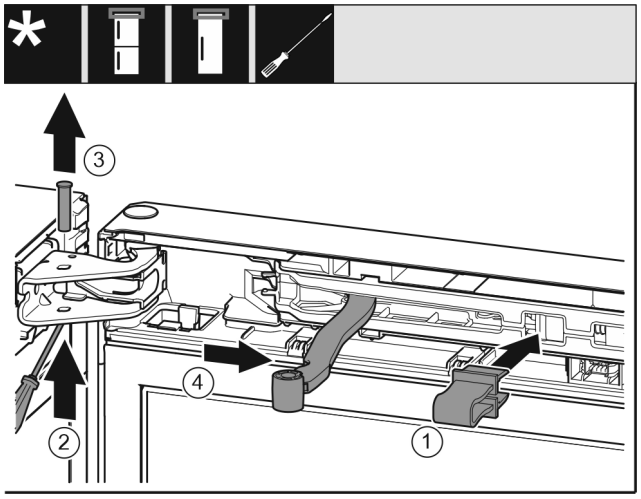

Fig. 11
▶ Pojistku *Fig. 11 (1)* nechte zapadnout do otvoru.
▶ Vyšroubujte čep *Fig. 11 (2)*.
▶ Čep *Fig. 11 (3)* vyjměte nahoru.
▶ Otočte kloub *Fig. 11 (4)* směrem ke dveřím.